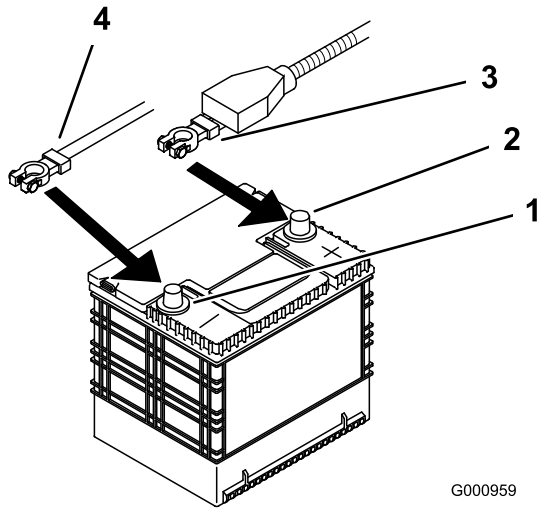

Figur 43
4. Lossa först batteriets minuskabel från batteriets minuspol (–) (Figur 43).
5. Skjut av den röda anslutningsskon från batteriets pluspol (röd). Lossa sedan batteriets pluskabel (röd) (Figur 43).
4. Fäst kablarna med 2 bultar (1/4 x 3/4 tum), 2 brickor (1/4 tum) och 2 låsmuttrar (1/4 tum) (Figur 43).